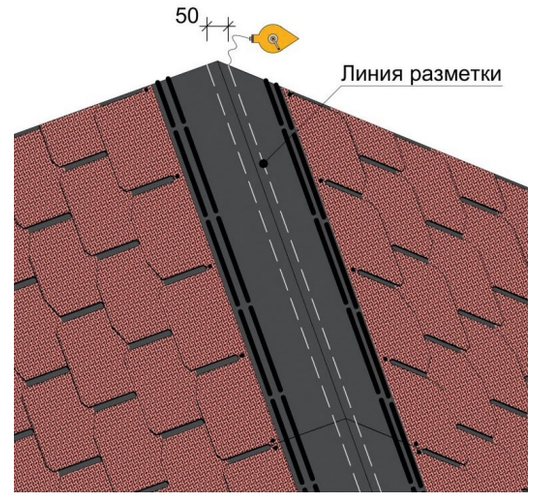

Рис.5 Разметка скатов.
5.2 С помощью мелованного шнура на двух скатах, образующих конёк, отметьте по одной линии параллельно коньку на каждом из скатов. Расстояние между линиями по горизонтали должно составлять 50 мм (Рисунок 5).